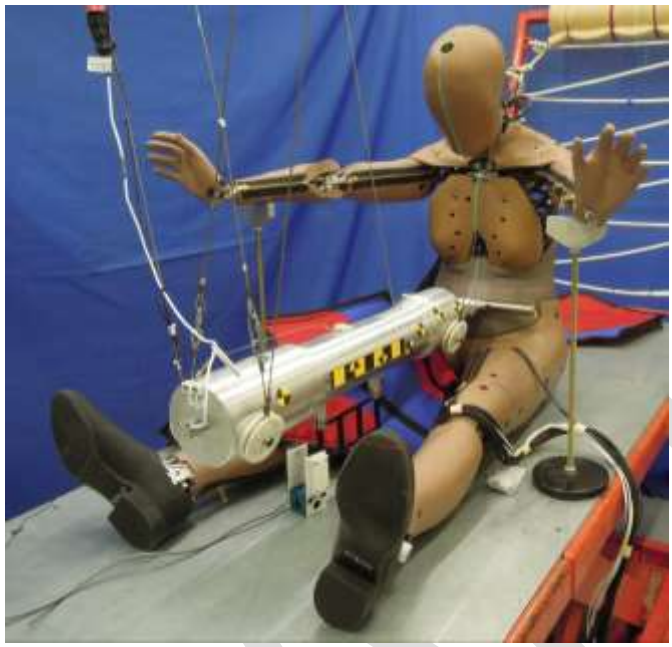

Figure 6-1. Initial setup for lower abdomen impact test.
6.5.1 Seat the dummy on a horizontal surface (±0.5°) with no back support, with all limbs extended horizontally and forward parallel to the midsagittal plane. The midsagittal plane shall be vertical within ±1 degree (Figure 6-1).
6.5.3 Support the forearms in a fully-extended orientation, palmside of the hands down, with hands angled upwards to minimize interference with the arm supports (Figure 6-1). The inability to hold this position indicates that the arm and shoulder joint torques are not set properly.
6.5.6 Align the vertical centerline of the probe with the midsagittal plane of the ATD (Figure 6-1). The midsagittal plane can be visualized using the center of the bottom face load cell detent on the head skin, the midpoint between the IR-TRACC attachment bolts, the umbilicus detent on the abdomen, and the pelvis flesh at the pubic symphysis.